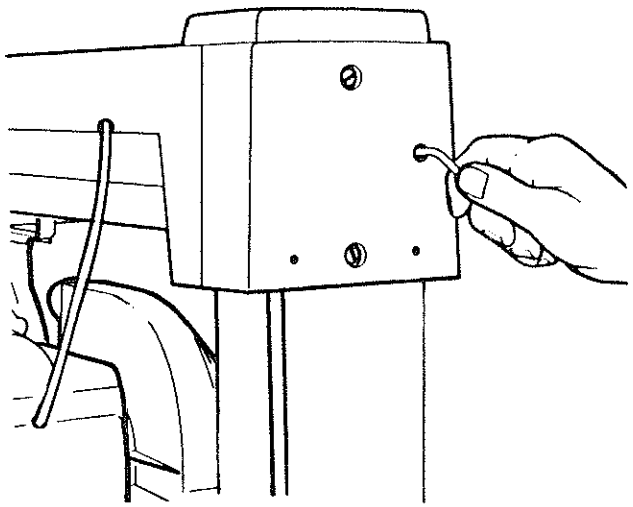

Fig. 129 - Location of Hex Socket Cap Screw
2. With a 3/16 inch hex "L" wrench find the 1/4-20 hex socket cap screw through the hole in the rear of the *arm cover.* To tighten turn the wrench clockwise approximately 1/4 turn. (Figure 129)